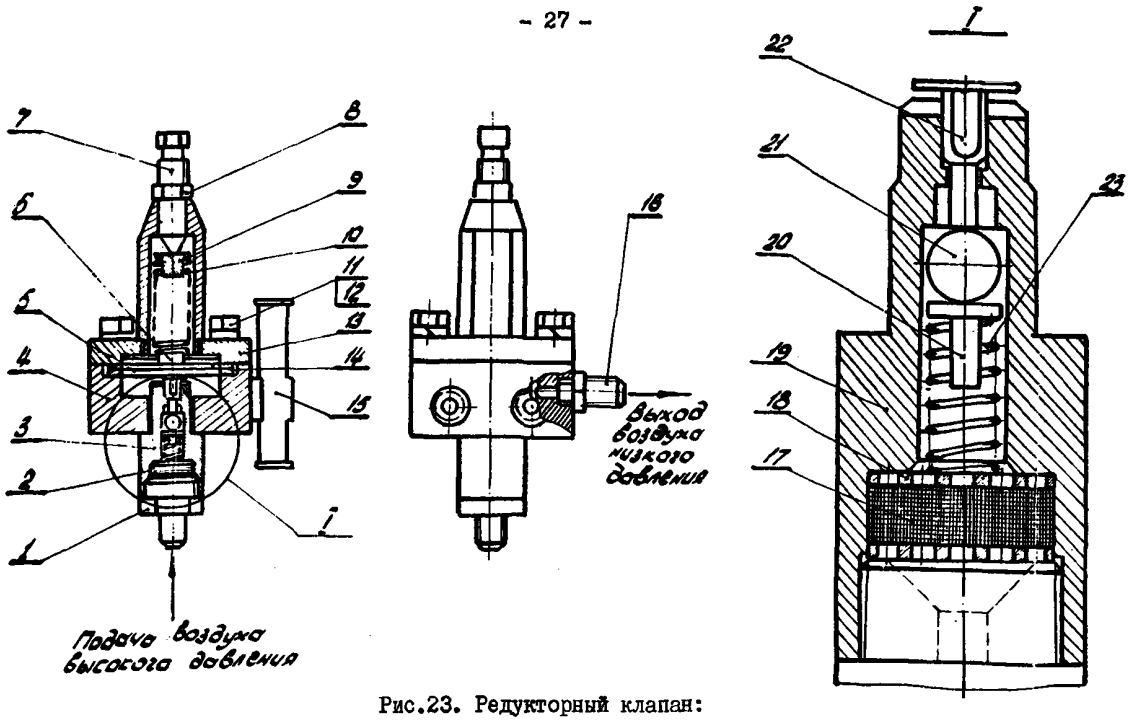

Рис.23. Редукторный клапан:
23.I. Ввинтить болты II (рис.23), снять корпус I3, верхний упор 9, пружину I0, нижний упор 6, прокладки I4, мембрану 5, шток 22.